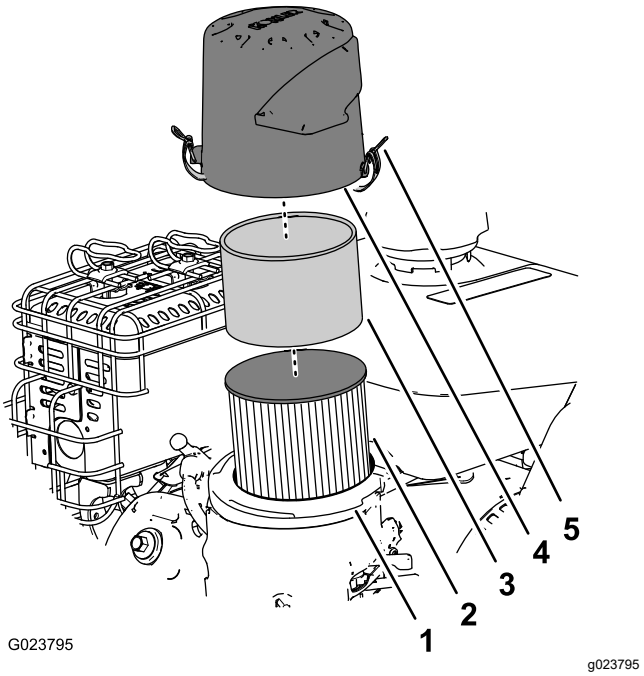

**Figure 25**
2. Déposez le couvercle et nettoyez-le soigneusement (Figure 25).
3. Retirez le préfiltre en mousse et lavez-le à l'eau additionnée de détergent doux ; séchez-le ensuite en le pressant légèrement dans un chiffon (Figure 25).
4. Enlevez et examinez l'élément filtrant en papier (Figure 25) et mettez-le au rebut s'il est excessivement encrassé.
6. Placez le préfiltre en mousse sur l'élément en papier (Figure 25).
7. Montez le filtre à air sur sa base (Figure 25).